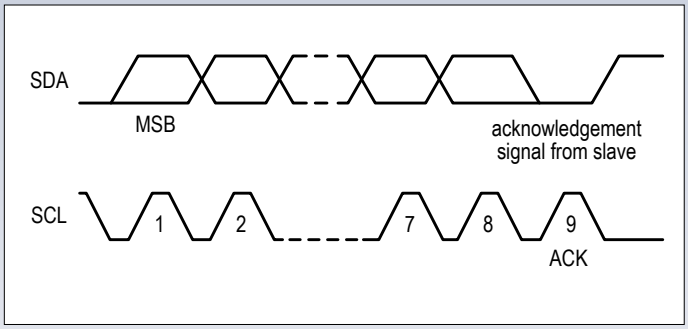

Bild 5. Übertragung des Adressbits.
2. Nach der *START condition* sendet der Master wie in **Bild 5** zu sehen zuerst die Slave-Adresse (höchstwertiges Bit MSB zuerst), gefolgt vom Schreib-/Lese-Bit (0 = Daten vom Slave zum Master oder 1 = Daten vom Master zum Slave). Die Slave-Adresse ist in der Regel sieben Bit lang (der I²C-Standard kennt auch längere 10-bit-Adressen, was aber in der Praxis nur selten genutzt wird) und wird vom Hersteller des Peripheriebausteins ganz oder teilweise vorgegeben. Meist kann man über externe Beschaltung einige Adressbits selber festlegen, so dass sich mehrere gleiche Bausteine am Bus mit unterschiedlichen Adressen ansprechen lassen. Die Adresse eines Peripheriebauteils ist im Datenblatt angegeben oder lässt sich mit einem Tool wie `i2cdetect` ermitteln. Zusammen sind Slave-Adresse und Schreib-/Lese-Bit acht Bit, also ein Byte lang.